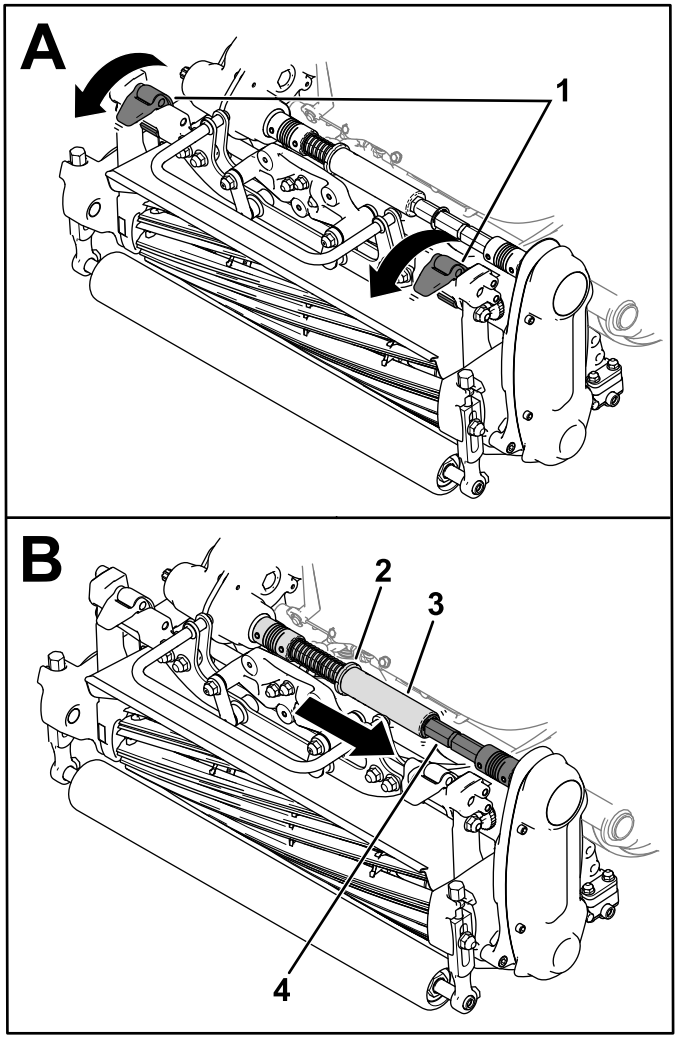

Figura 38
3. Abbassate i fermi delle sospensioni per fissare l'apparato di taglio alla macchina (Figura 38).
4. Estraete il collare dalla scanalatura del giunto di accoppiamento della trasmissione e inserite il tubo esagonale nel giunto di trasmissione dell'apparato di taglio (Figura 38).